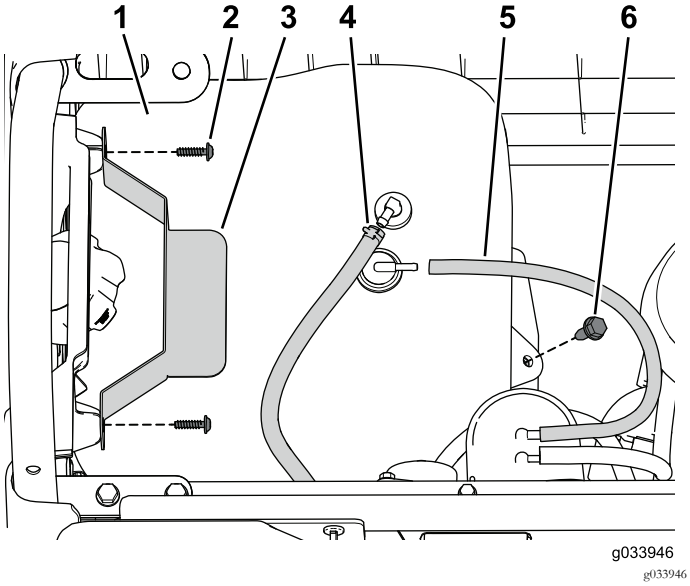

Figur 1
1. Ta bort flänsskruven som håller fast bränsletanken på tankbrickan (Figur 1).
2. Lossa skruvarna som håller fast låsblocket (Figur 1).
3. Koppla bort luftningsröret och bränsleslangen från tanken (Figur 1).